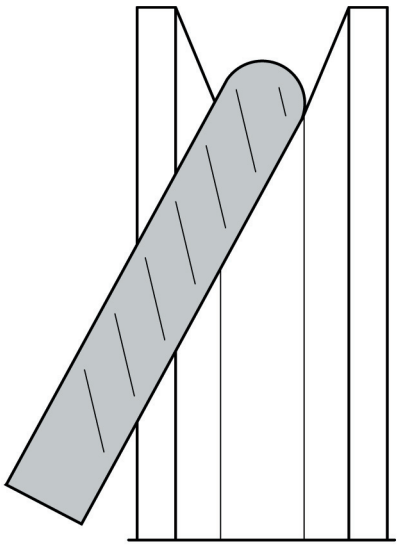

Abb. 5: Seilablenkung entgegen der Schlagrichtung
- entgegen ihrer Schlagrichtung (Bild 5)